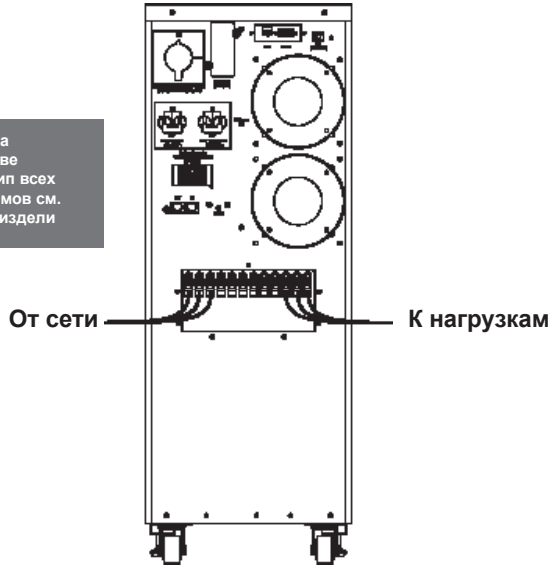

Рис. 2.1
1. Подключите нагрузку к выходным разъемам ИБП или клеммной колодке (рис. 2.1).